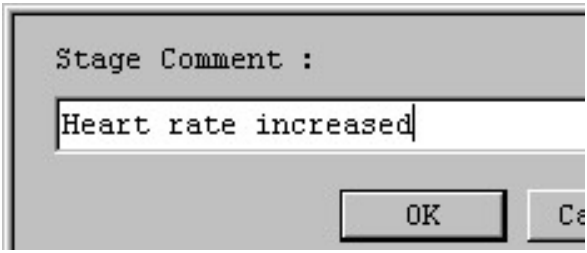

Fig 6.4: Stage comments.
- In the comment list, the comments entered while acquisition of the test, are displayed. If any comment is suppose to be enter or changed, double click on the stage. A dialog box as shown in the fig 6.4 will appear on the screen. Enter the comment or change the comment and press 'OK' button to save the comment.